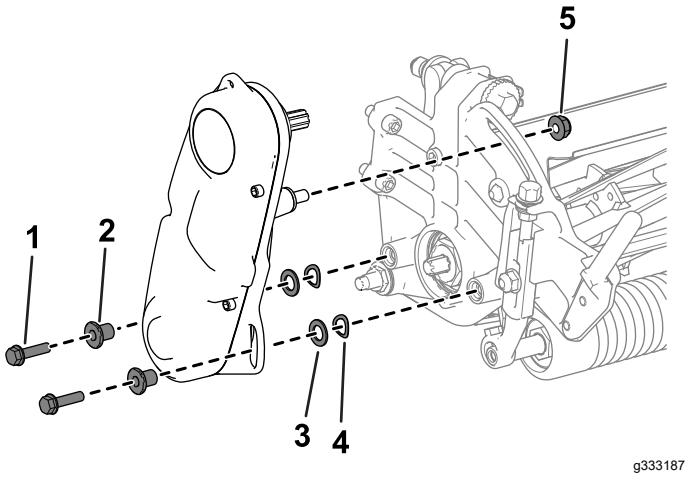

Figur 43
2. Ta bort fästelementen som fäster cylinderdrivsatsen vid sidoplåten (Figur 43).
3. Avlägsna cylinderdrivsatsen, planbrickorna, fjäderbrickorna och distansbrickorna från sidoplåten (Figur 43).